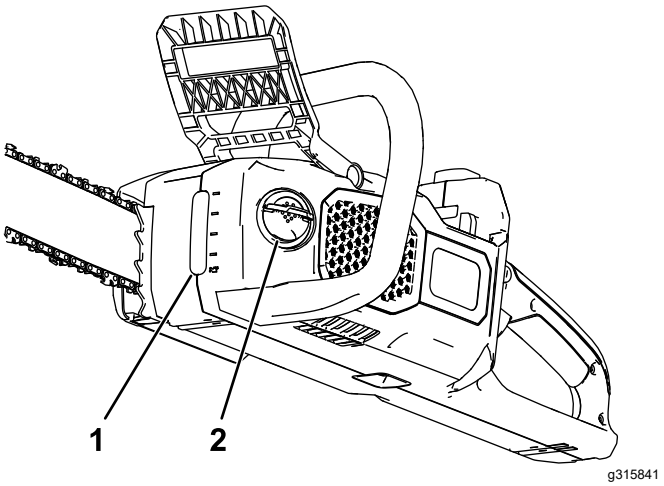

Figure 26
2. Vérifiez le niveau d'huile par le regard. Si l'huile ne recouvre pas le regard, faites l'appoint d'huile pour guide-chaîne et chaîne selon les besoins (Figure 26).
4. Nettoyez la surface autour du bouchon d'huile (Figure 26).
5. Dépliez la languette de l'écrou à oreilles sur la languette du bouchon d'huile, et remplissez le réservoir d'huile pour guide et chaîne (Figure 26).